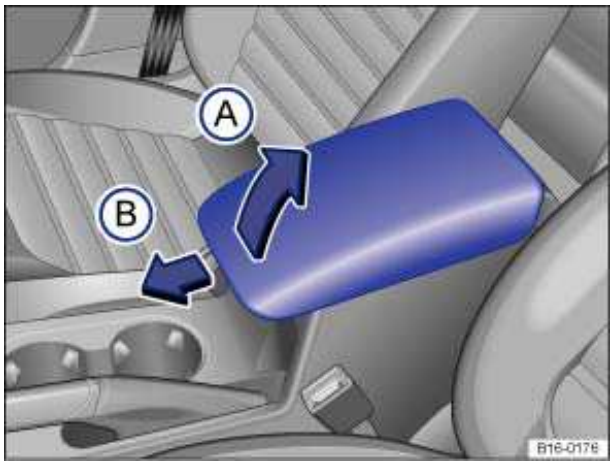

Fig. 43 Front center armrest.
To *raise* the center armrest, push the release button, pull the armrest up, and latch upward in the direction of the arrow ⇒ fig. 43 (A).